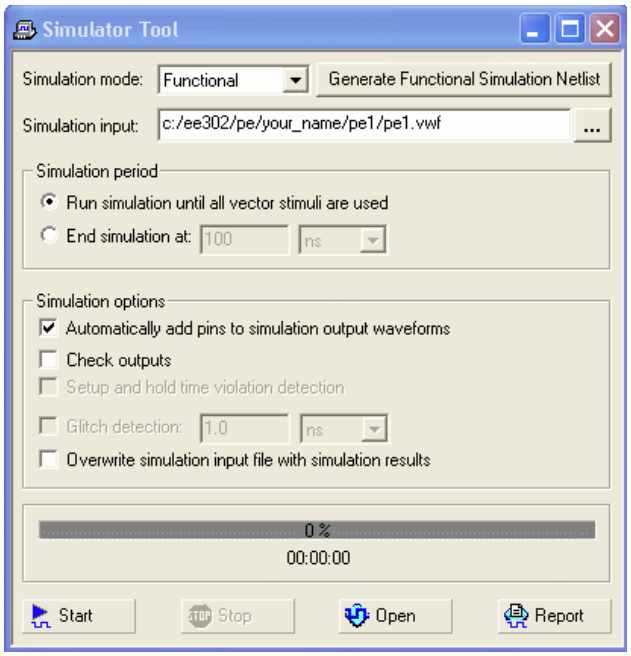

Figure 5b
b. Set the *Simulator Mode* to **Functional** as in Figure 5b.